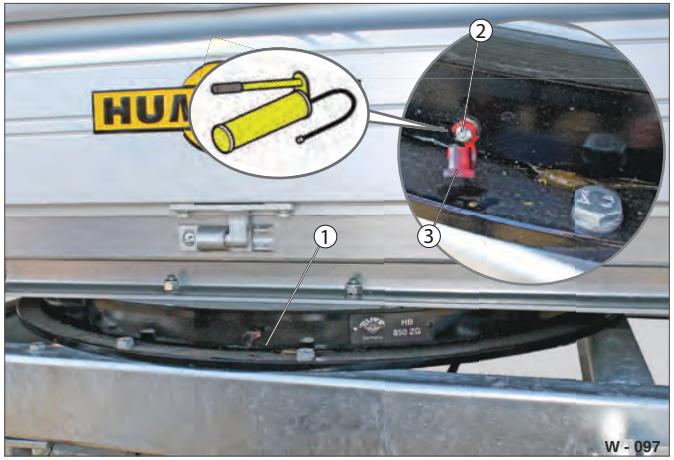

Fig. 55 Drejekrans smøresteder
▶ Smør drejekransen med en fedtpresse på smøreniplerne rundt om drejekransen (Fig. 55 /1).